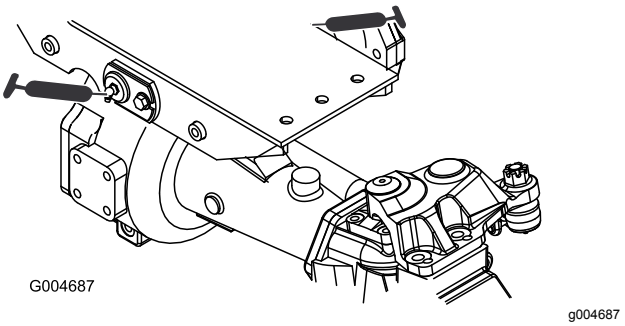

Figuur 59
- Lagerbussen van draaipunt van voor- en achteras (2) (Figuur 59)